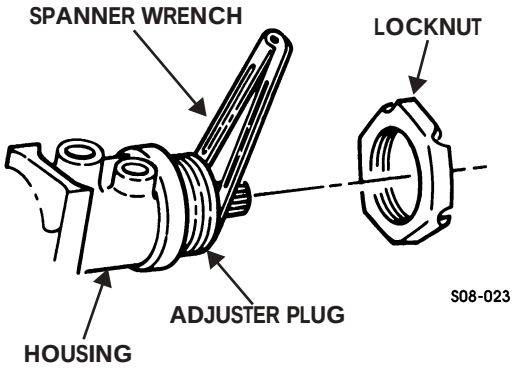

Figure 8-55: Adjuster Plug Housing
26. Using spanner wrench, install adjuster plug in housing. Do not tighten (Figure 8-55).